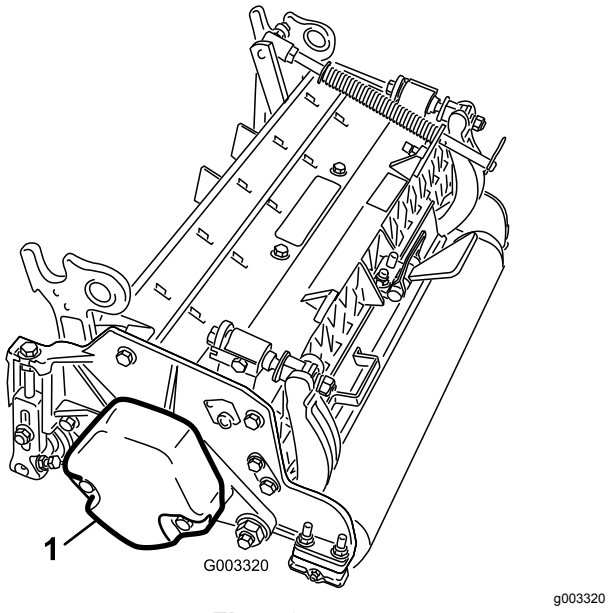

**Figur 3**
4. Kontroller at motvekten (Figur 3) er installert i den korrekte enden av klippeenheten som beskrevet i *brukerhåndboken* for klippeenheten.